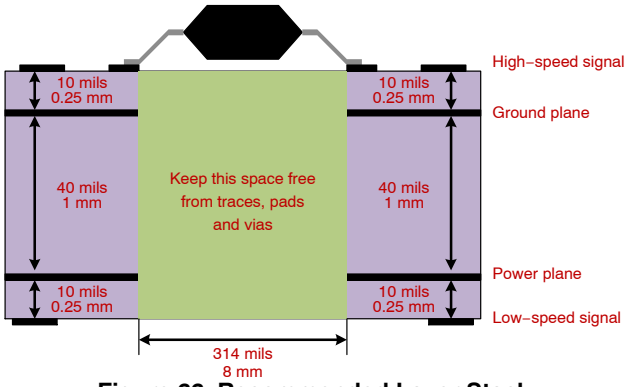

**Figure 66. Recommended Layer Stack**
- To ensure isolation performance between the primary and secondary side, any PCB traces or copper should be not place under the driver device as shown in Figure 66. A PCB cutout is recommended in order to prevent contamination that may impair the isolation performance of NCP51563.